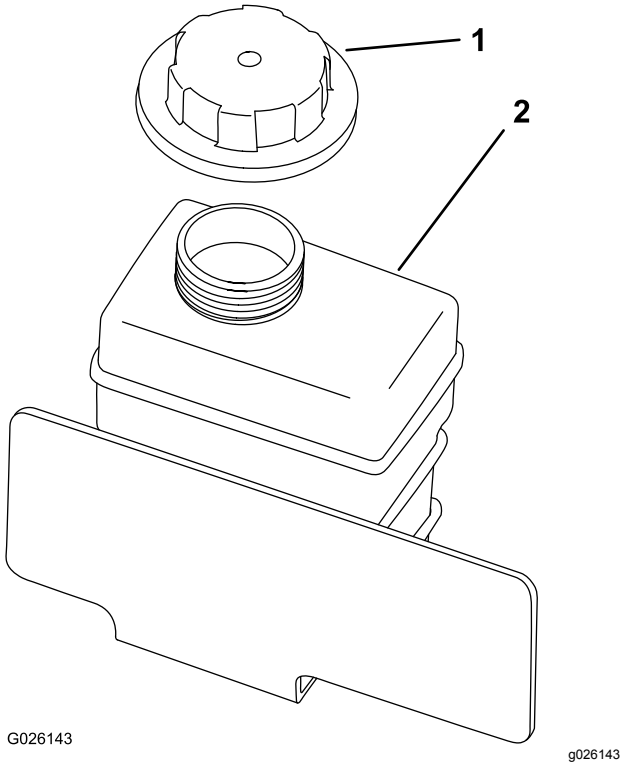

Bild 51
4. Prüfen Sie den Kühlmittelstand im Überlaufgefäß (Bild 51).